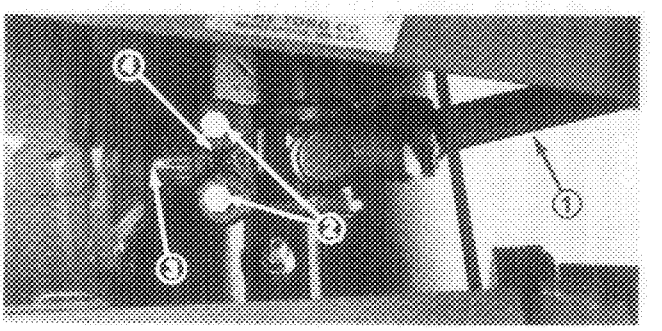

Figure 4
2. Stop engine, slide cutting unit under frame, slide male PTO shaft into female PTO shaft. Align gearcase input shaft with PTO shaft and slide together. Secure with roll pin (Fig. 4).
Note: On Groundsmaster 223-D (Diesel) or GM 224 also tighten bolts and locknuts (Fig. 4).